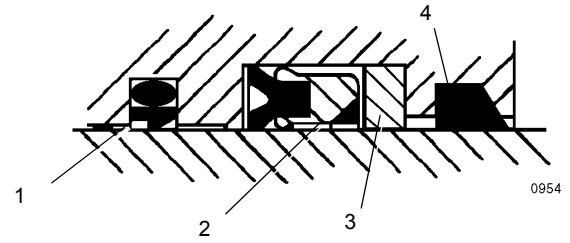

FIGURA 2-43
3. Instale el conjunto del sello intermedio y el anillo de respaldo en el interior de la cabeza (Figura 2-43).